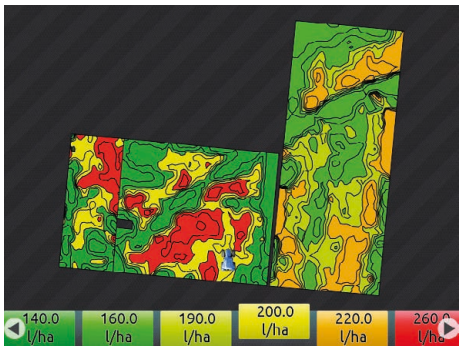

Rys. 279
- Przystąpić do wykonania zabiegu: monitor dopilnuje zaaplikowania, w oparciu o pozycję namierzoną przez odbiornik GPS, odpowiedniej danej dozowania w obrabianej strefie (Rys. 279).